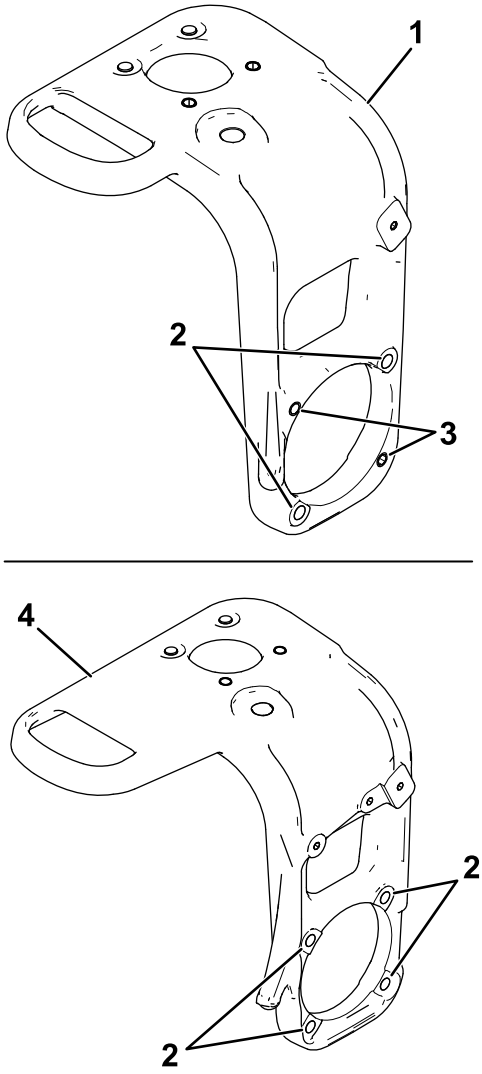

Figur 4
3. Kontrollera om maskinen har en hjulgaffel med fyra gängade hål eller en kombination av två gängade hål och två genomgående hål där hjulmotorenheten monteras på hjulgaffeln (Figur 4).